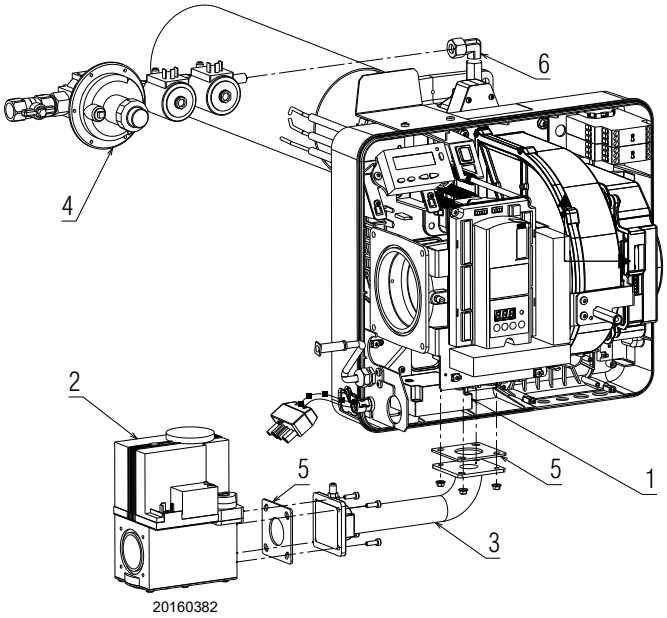

Fig. 20
- ➤ connect the high voltage cables to the transformer 1)(Fig. 20), and the ionisation probe lead to the appropriate cable emerging from the flame control.
- ➤ Fix the gas train unit 2)(Fig. 20) and the gas pipe (3) with the screws, nuts and the washers supplied as standard equipment. Interpose the gaskets (5) as in Fig. 20.
- ➤ Assemble the pilot train supplied as standard 4)(Fig. 20).
- ➤ Insert the pilot train 4)(Fig. 20) on connector 6) and tighten the nut fully home.
Be aware of the presence of the gasket 5)(Fig. 20) and the gas seal.
Use a suitable sealant and check the general gas seal during operation, in particular with respect to tube 3)(Fig. 20).